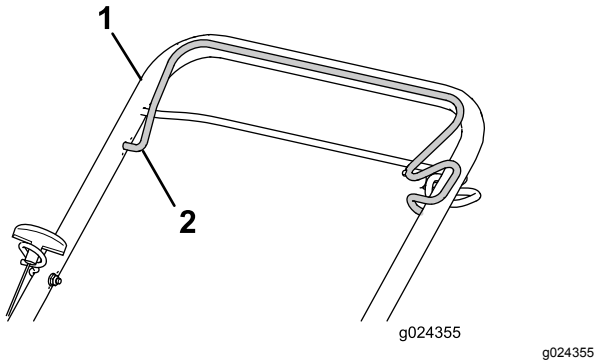

Figuur 15
3. Hou de bedieningsstang van het maaimes tegen het bovenste deel van de handgreep (Figuur 15).